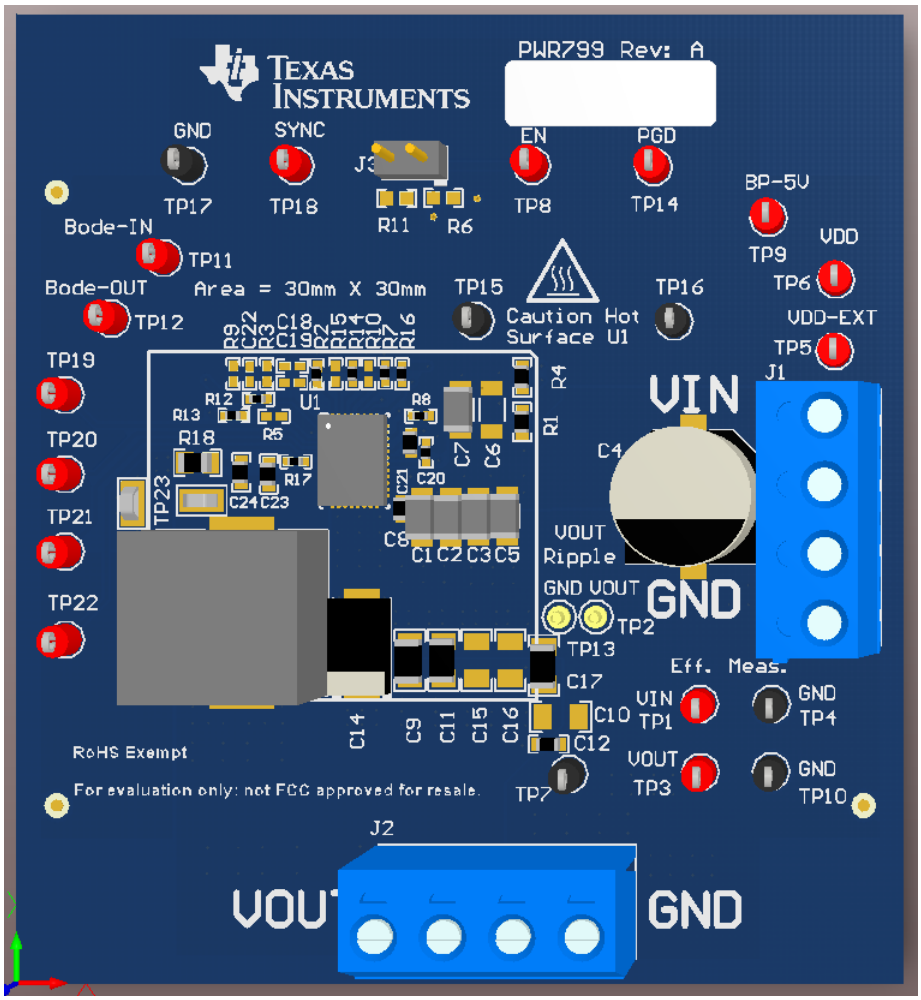

Figure 2. PWR799EVM Overview
Multimeters: It is recommended to use two separate multimeters Figure 2. One meter is used to measure V_{IN} and one to measure V_{OUT}.
Output Load: A variable electronic load is recommended for testing Figure 2. It must be capable of 40 A at voltages as low as 0.6 V.
1. Connect VOUT to J2 and VOUT_GND to J2 Figure 2.
4. Connect VIN to J1 and VIN_GND to J1 Figure 2.